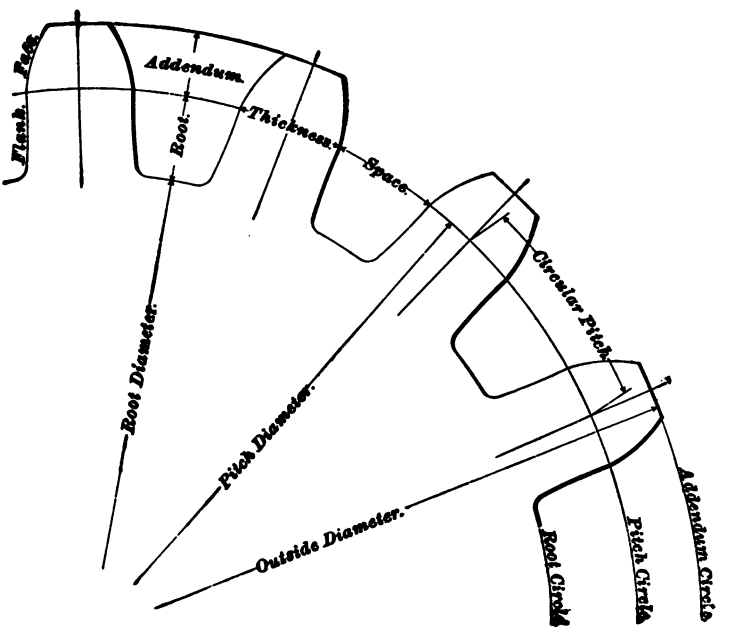

FIG. 24.
46. The object in designing the teeth of gear-wheels should be to so shape them that the motion transmitted will be exactly the same as with a corresponding pair of wheels, or cylinders, without teeth and running in contact without slipping. Such cylinders are called **pitch cylinders,** and are always represented on the drawing of a gear-wheel by a line called the **pitch circle** (see Fig. 24). The pitch circle is also called the **pitch line.**
48. Other Definitions.—The other necessary definitions applying to the parts of a gear can be readily understood from Fig. 24. The thickness of the tooth and the width of the space are measured on the pitch circle. A tooth is composed of two parts, the **addendum,** or part outside of the pitch circle, and the **root,** which is inside.